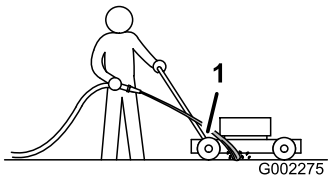

Bild 35
3. Halten Sie den Wasserschlauch auf Griffhöhe und richten Sie den Wasserstrahl unmittelbar vor dem **rechten** Hinterrad auf den Boden (Bild 35).